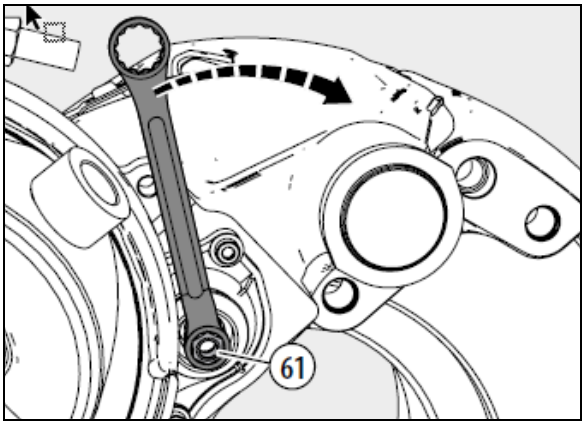

FIGURE 86: APPLY THE BRAKE 5-10 TIMES, SPANNER TURNS CLOCKWISE
16. If necessary, clean the contact area of the cap. Lightly grease the contact surface of the cap with white grease. The tag of the adjuster cap (37) should be positioned as shown by the arrow in the adjacent figure. This ensures access is maintained for subsequent removal (see Figure 86).